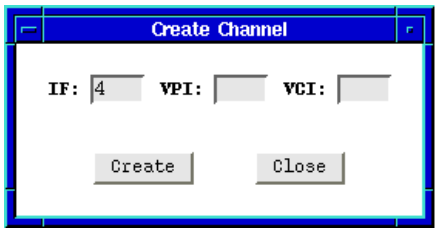

Figure 5-2. The ATM Create Channel Window
1. From the AToM Mib window, click to select Add. The Create Channel window, Figure 5-2, will appear.